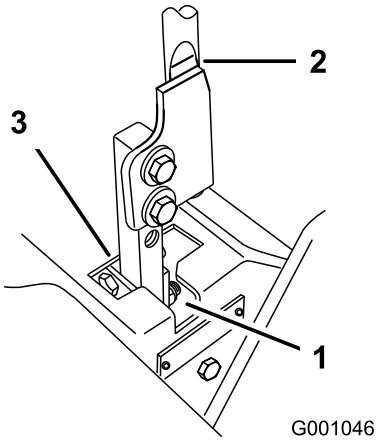

Figuur 67
5. Zet de hendel in de neutraalstand zonder deze te vergrendelen (Figuur 67).
6. Trek de hendel naar achteren totdat de gaffelpen (op de arm onder de draaias) contact maakt met het uiteinde van de sleuf (en net druk op de veer begint uit te oefenen) (Figuur 67).
7. Controleer of de hendel de juiste stand heeft ten opzichte van de inkeping in het bedieningspaneel (Figuur 67). De hendel moet in het midden staan zodat deze naar buiten kan draaien en worden vergrendeld in de neutraalstand.